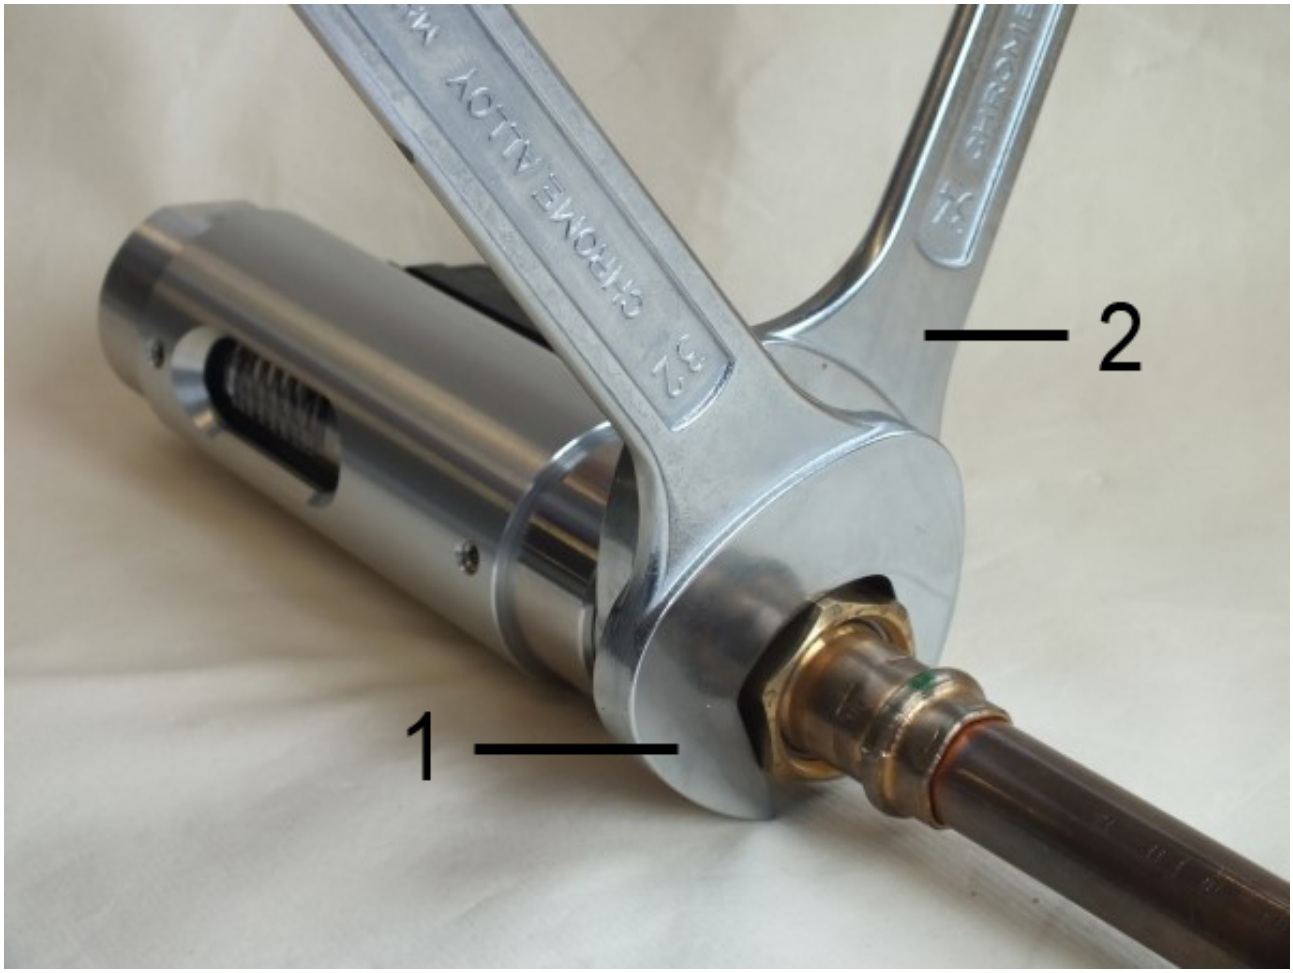

Abb. 12: Gerät einschrauben
3. Übergangsverschraubung (*Abb. 12*/1) unter Gegenhalten der Verschraubung (*Abb. 12*/2) des Gerätes weiter eindrehen, bis die Verbindung dicht ist